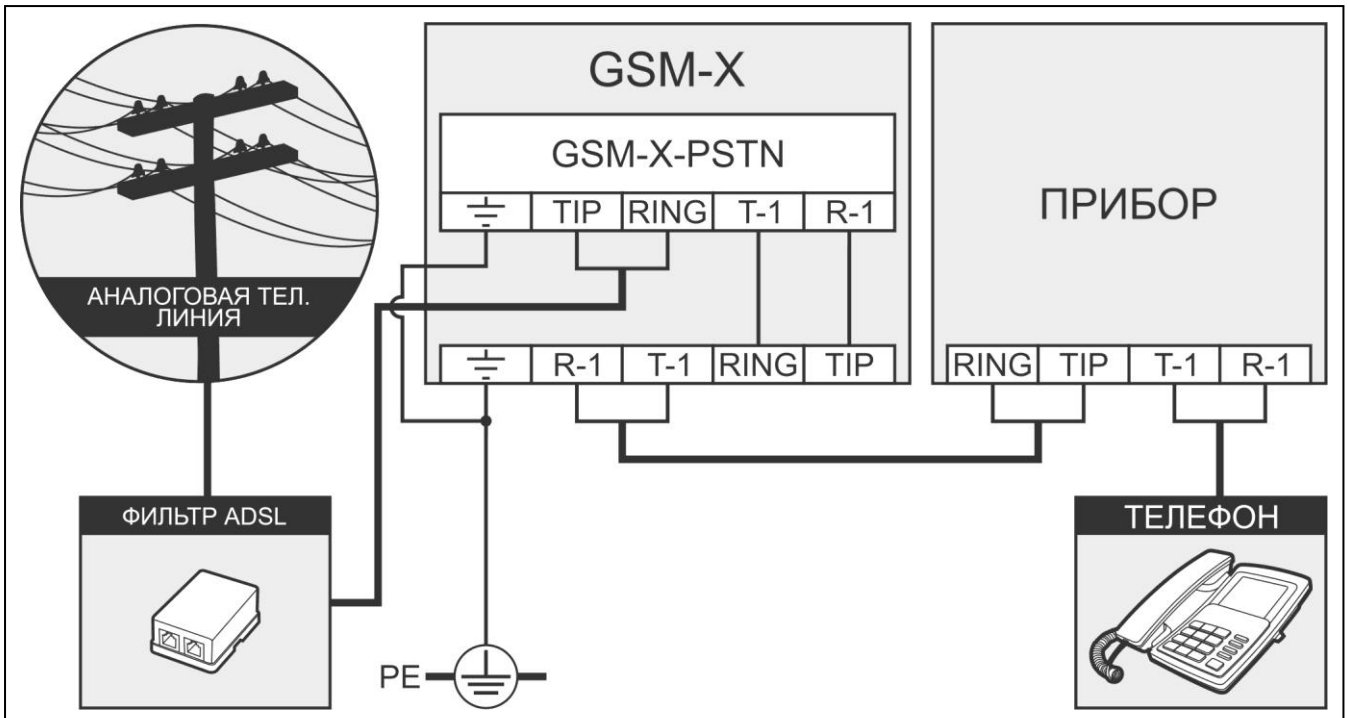

Рис. 10. Метод подключения модуля GSM-X-PSTN к модулю GSM-X.
4. Клеммы T-1 и R-1 модуля подключите к клеммам TIP и RING модуля GSM-X (рис. 10).
5. К клеммам TIP и RING модуля подключите входящую телефонную линию. Если на объекте используется услуга ADSL, модуль следует подключить за фильтром ADSL (рис. 10).
6. Клеммы T-1 и R-1 модуля GSM-X подключите к клеммам TIP и RING приемно-контрольного прибора (рис. 10). К клеммам T-1 и R-1 приемно-контрольного прибора можно подключить телефоны, находящиеся на объекте.
7. К клеммам ⏚ модулей GSM-X и GSM-X-PSTN подключите защитный проводник PE сети 230 В AC (rys. 10). Для подключения используйте провод с сечением ≥0,75 мм^2. Клеммы ⏚ нельзя подключать к нейтральному проводнику N.